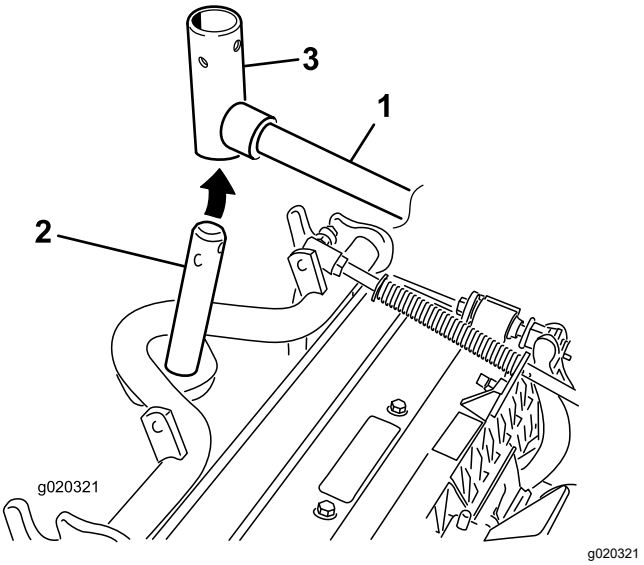

**Figur 10**
3. Vid montering av de främre klippenheterna ska en klippenhet skjutas in under lyftarmen samtidigt som bärramens axel förs upp och in i lyftarmens svängok (Figur 10).
2. Sätt i lyftarmens ok i bärramens axel (Figur 10).